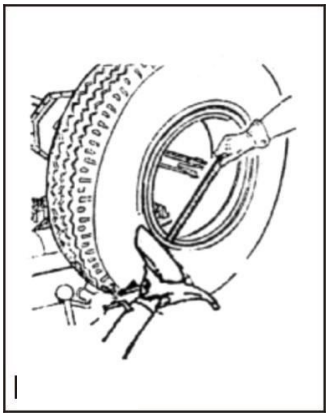

Рис. 21
5. Подцепите край разъёмного кольца монтировкой (Рис.21), и удерживая его, подведите монтажный диск в образовавшийся зазор между разъёмным кольцом и диском колеса.